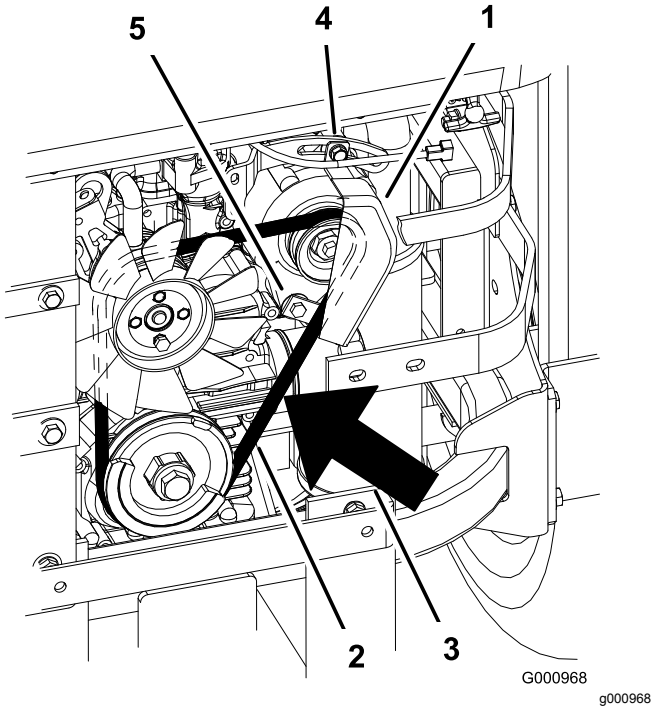

Figur 95
2. Justera generatorn mot utsidan tills remmen har en nedböjning på 7–9 mm mellan motorn och generatorremskivorna med 98,3 N kraft (Figur 95).
5. Dra åt den nedre och övre bulten om nedböjningen är korrekt (Figur 95).